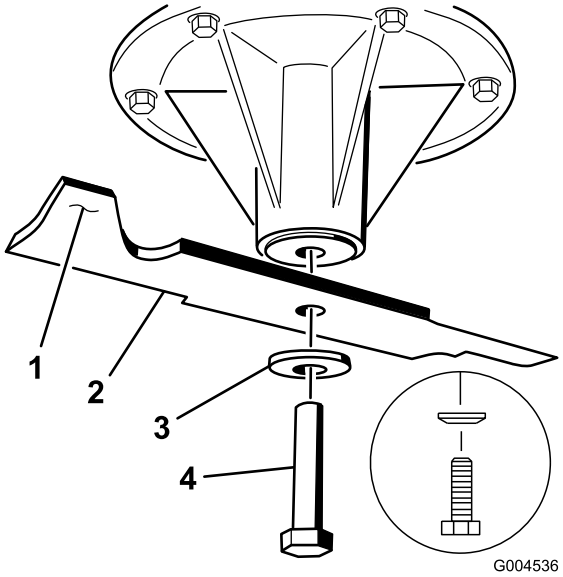

Figuur 97
Opmerking: Als het mes horizontaal blijft, is het in balans en geschikt voor gebruik. Als het mes niet in balans is, moet u wat metaal afvijlen van het uiteinde van de vleugel (Figuur 97). Herhaal dit indien nodig totdat het mes in balans is.
1. Monteer het mes op de as (Figuur 97).
Opmerking: Monteer de conus van de veerschijf in de richting van de boutkop (Figuur 97). Draai de mesbout vast met een torsie van 115 tot 150 Nm.